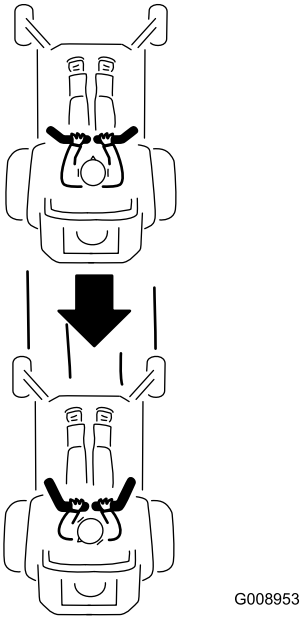

Figure 25
2. Pour vous déplacer en marche arrière, tirez lentement les leviers en arrière (Figure 25).